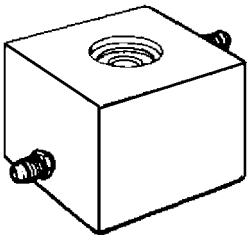
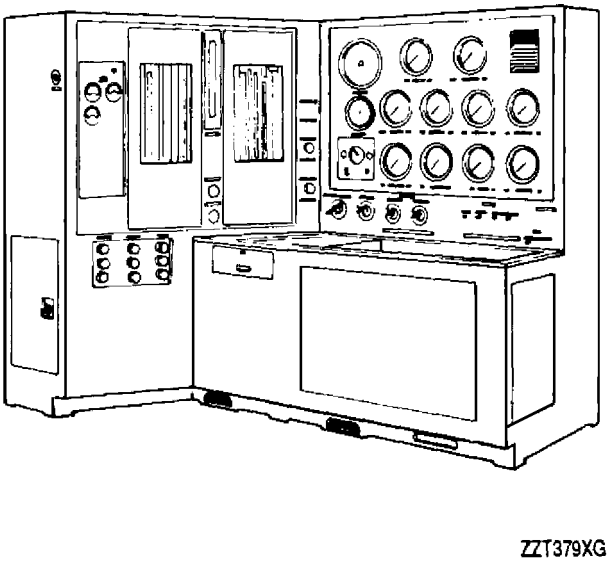

Figure 4. 6799363 Reduction Gear Pressure Relief Valve Test Adapter
Figure 5. 6799206 or 6799866 Fuel Accessories Test Stand Assembly
a. Attach 6799363 adapter (figure 4) to relief valve and mount it on 6799206 or 6799866 test stand (figure 5).